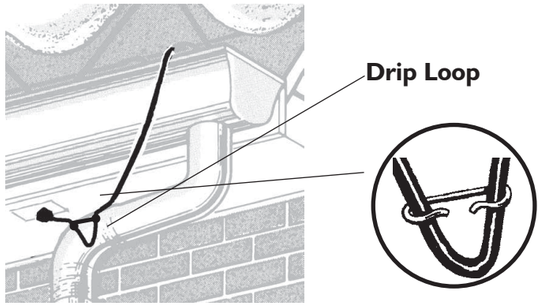

Figure 24. Forming a drip loop near the starting point
- If no damage is present, **plug the power cord into the receptacle**. Arrange the cord to form a drip loop using a spacer (see Figure 24). The purpose of the drip loop is to prevent melt water from tracking along the cord and into the receptacle.